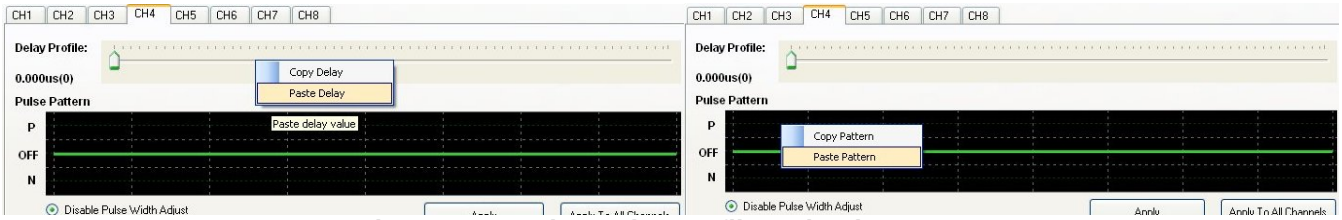

Figure 21: Pasting Delay Profile and Pulse Pattern
- To paste a delay profile and/or pulse pattern into another channel, click on the desired channel tab, and then point to the respective area to right mouse-click, as shown in **Figure 21**.